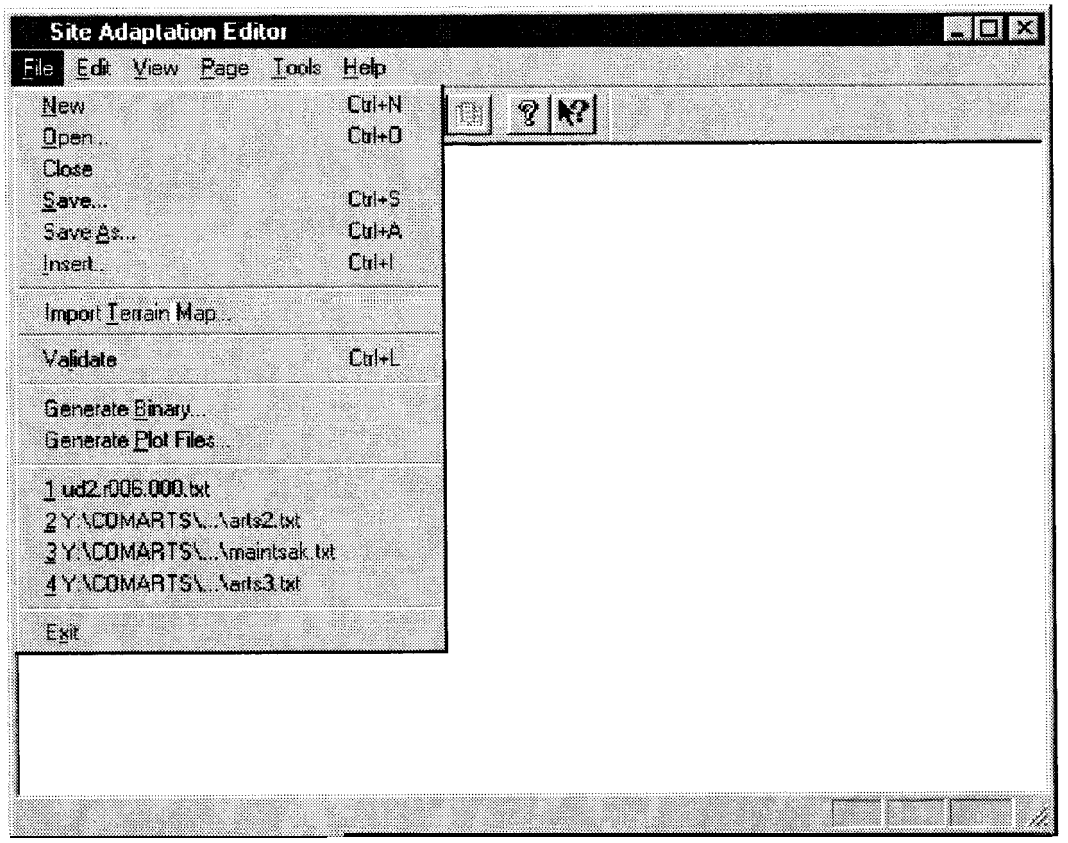

FIGURE 3-5. SAMPLE MENU BAR FUNCTIONS
3.1.4.1 Menu Bar Functions. Frequently used functions are grouped under labels on the menu bar. Figure 3-5 shows a menu bar containing the functions File, Edit, View, Page, Tools, and Help. Clicking on a function name (File has been clicked in Figure 3-5) causes the function name to be highlighted and a pull down menu to open up beneath the function name. In Figure 3-5, the subfunctions associated with the File function are shown on the pull down menu.
name in the list, that name is also highlighted (in Figure 3-5, the New subfunction is shown highlighted). Releasing the mouse key on a highlighted name in the pull down menu carries out that subfunction and, in most cases, displays an application window. In the example used in Figure 3-5, releasing the mouse key while the New subfunction of the File function is highlighted will, in turn, open an application window which allows the user to create a new file.